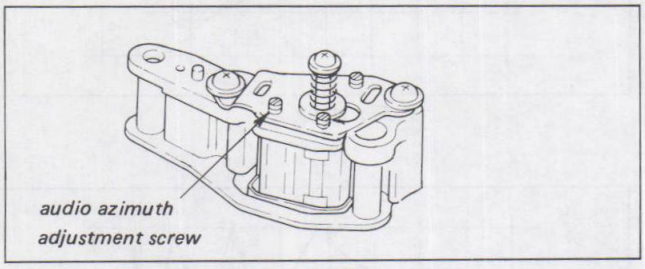

Fig. 4-12.
2) Turn the azimuth adjustment screw (Fig. 4-12) so that the amplitude of the 5 kHz waveform is maximum.